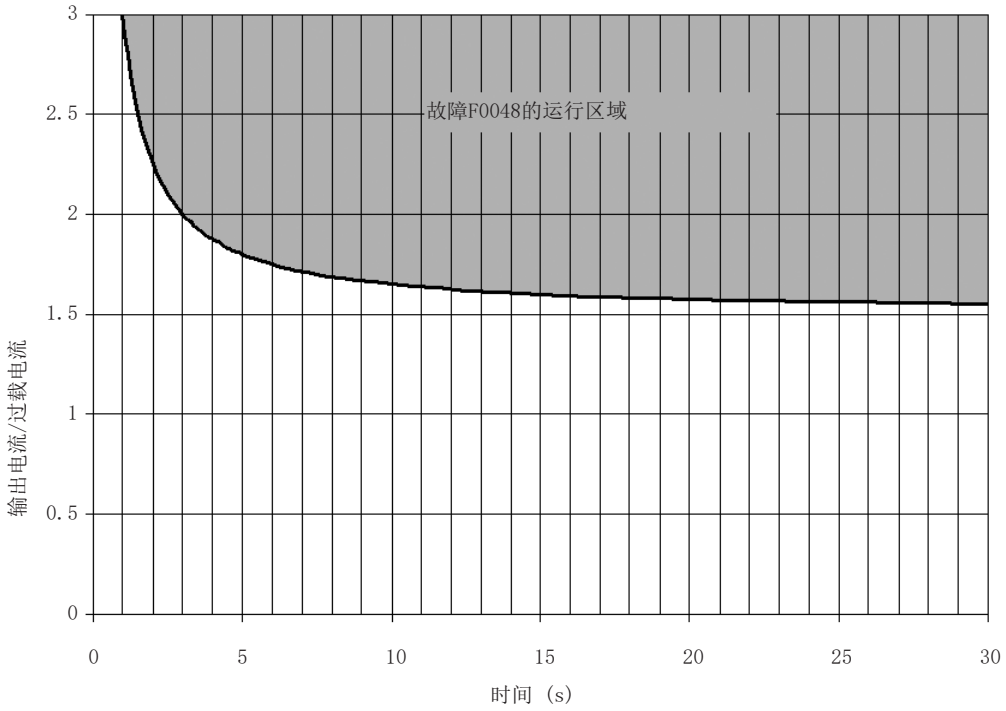

图 18.2: IGBT过载的致动（重载-ND）
CFW500 IGBT过载保护采用了相同的电机保护形式。 然而，设计已更改，使得重载 (HD) 过载 200% (P0298 = 1) 时，故障 F0048 在 3 秒内发生，相对于变频器额定电流 (P0295)，如下所示： 图 18.2（第18-4页） 。另一方面，IGBT过载故障(F0048)不会在过载小于150%变频器额定电流(P0295)的状况下发生。